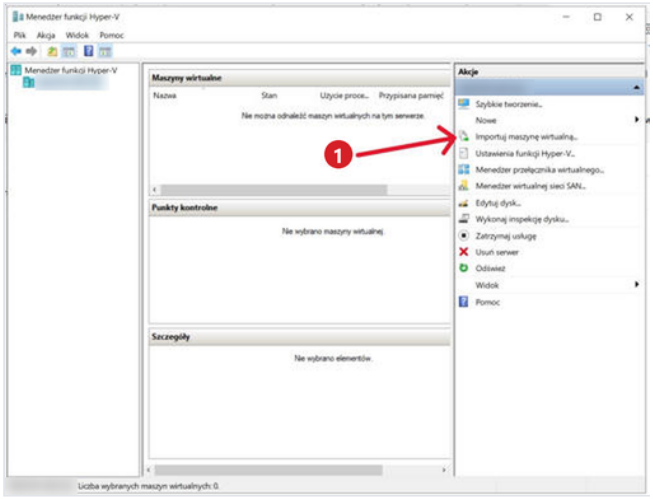

Rys. 2. Menedżer funkcji Hyper-V: Importuj maszynę wirtualną w panelu Akcje.
2. Po prawej, w panelu **Akcje**, kliknij **Importuj maszynę wirtualną…** 1 (Rys. 2).
Komunikacja (rys. 2): sterownik PLC łączy się z napędem przez EtherCAT (gniazdo EtherCAT sterownika i gniazdo CN1 IN napędu), a z kontrolerem robota kablem sieciowym (Ethernet).